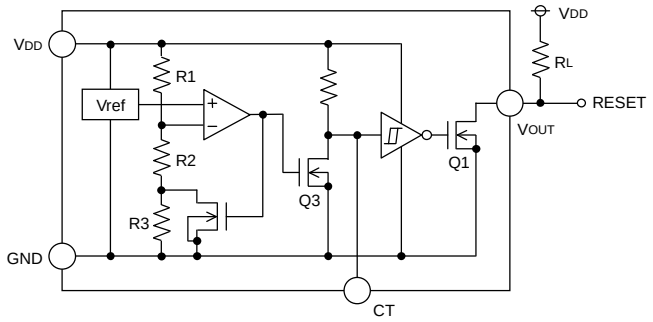
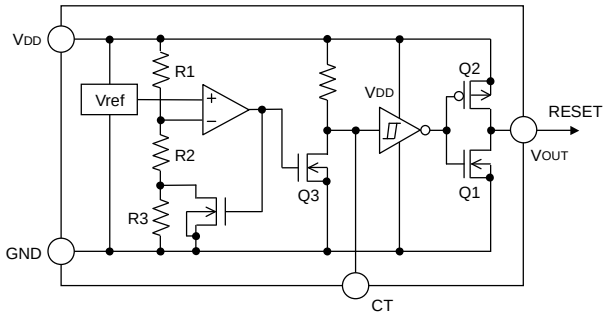

Figure.15 (BD52Exxx タイプ内部ブロック図)
Figure.16 (BD53Exxx タイプ内部ブロック図)
オープンドレインタイプ（Figure.15）と CMOS 出力タイプ(Figure.16）共に、検出電圧及び解除電圧をスレッショルド電圧とし、VDD Pin に印加された電圧が各々のスレッショルド電圧に達した時、VOUT 端子電圧は“H”→“L”また“L”→“H”に切り換わります。BD52Exxx シリーズ，BD53Exxx シリーズは遅延機能付のため、出力が“L”→“H”に切り換わる時、外付けコンデンサ（CCT）の値で決まる遅延時間 tPLH を設定することができます。BD52Exxx シリーズでは出力形式がオープンドレイン方式であるため、プルアップ抵抗を VDD または他の電源との間に接続してください。
入力電源電圧 VDD を SWEEP UP 及び SWEEP DOWN させた時の入力電圧 VDD、CT 端子電圧 VCT，出力電圧 VOUT の関係は以下のようになります。(回路は P8 Figure.15,16 です。）下図の①～⑤について説明します。.